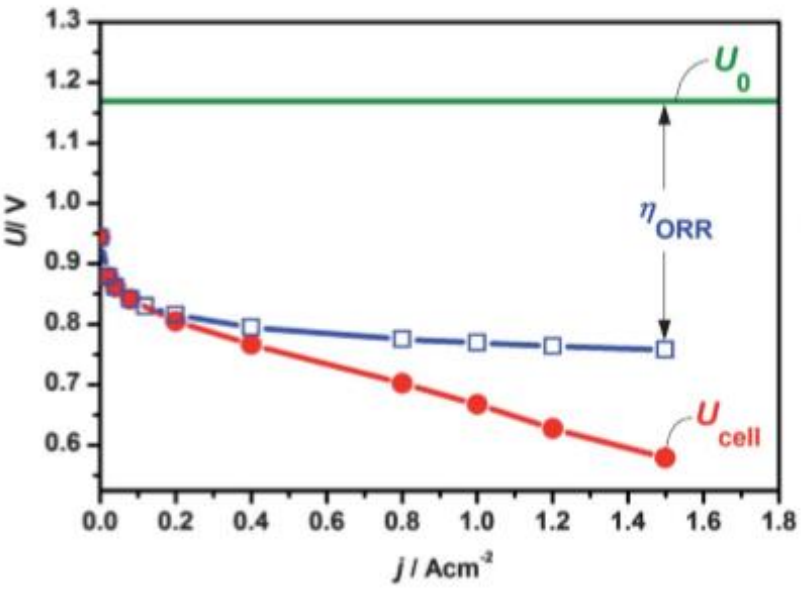

Fig. 1 Polarisation curve of a state-of-the art fuel cell. Operated at 80 °C, at a total pressure of 150 kPa H_2/O_2, adapted from Gasteiger *et al.*[7]
Figure 1. Free-energy diagram for oxygen reduction over Pt(111) based on the energies in Table 1. Results for low oxygen coverage are shown at zero cell potential ($U = 0$), at the equilibrium potential ($U = 1.23$ V), and at the highest potential ($U = 0.78$ V) where all reaction steps are exothermic. For $U = 1.23$ V, the free-energy diagram for the case of an oxygen coverage of $^1/_2$ is included.